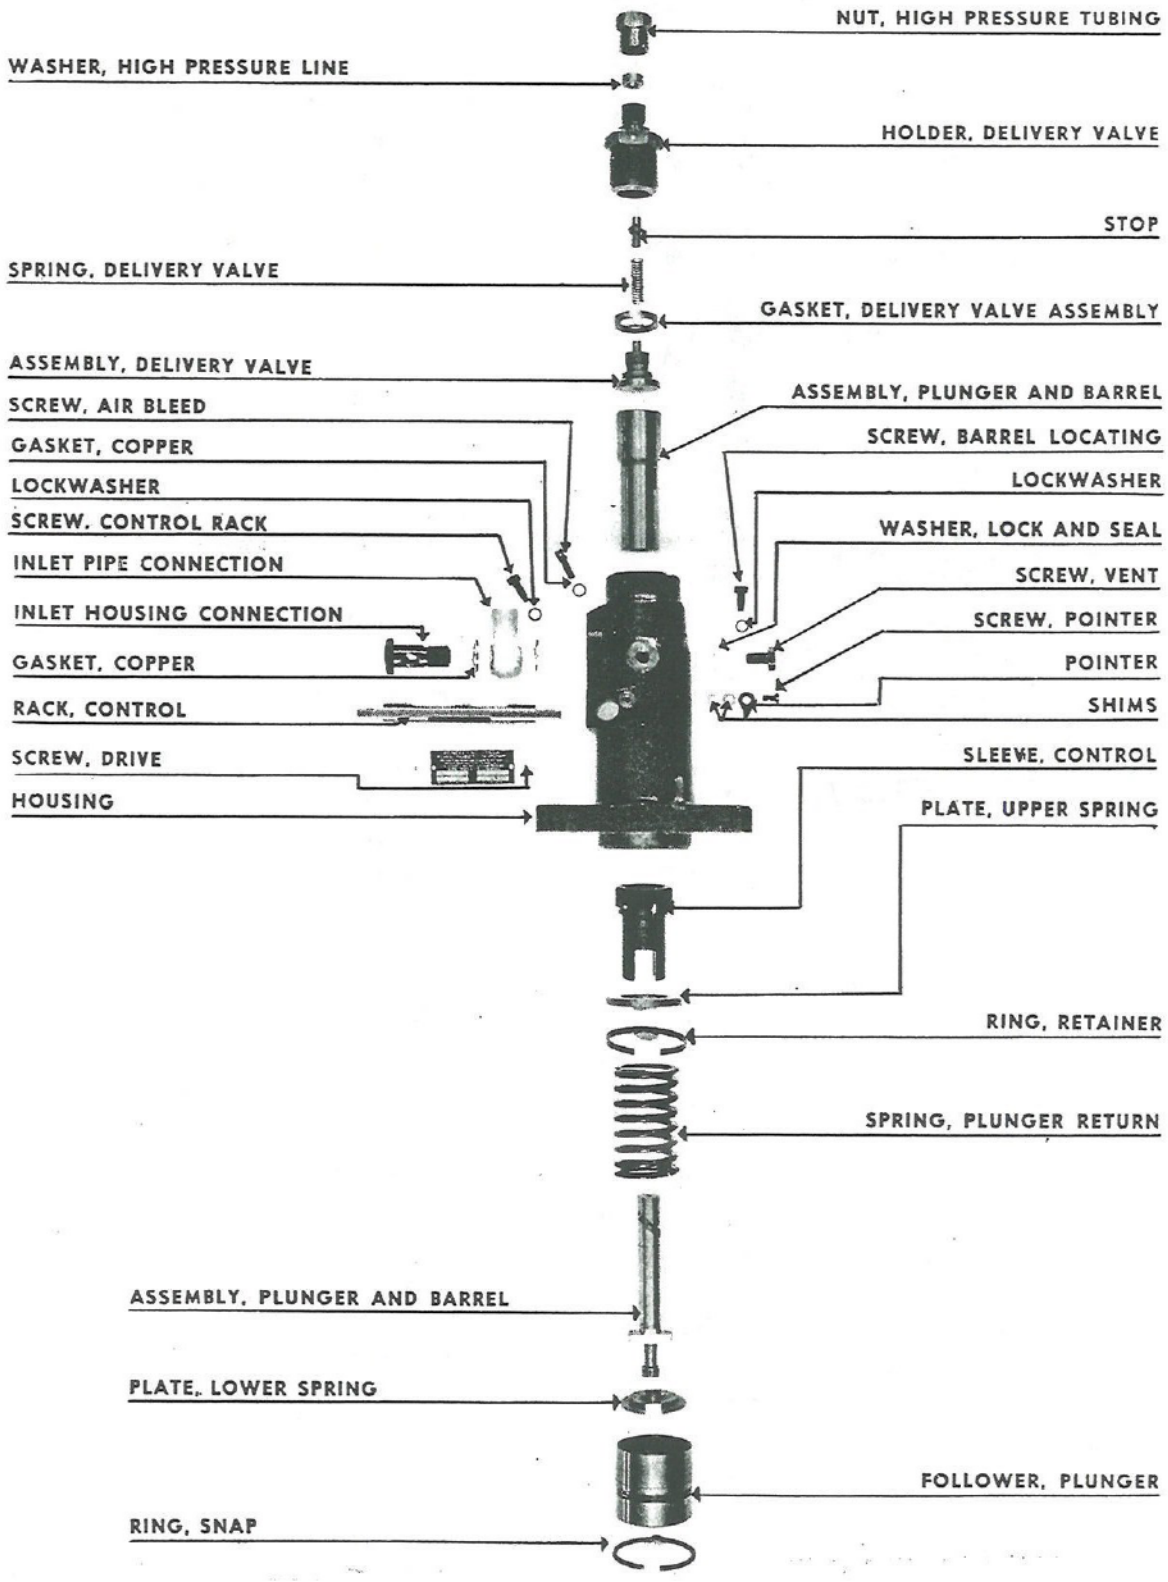

Fig. 135. Fuel Injection Pump Parts
b. In Fig. 135 the parts of the pump are shown disassembled. Press down on the plunger guide and insert a 5/32-inch pin about two inches long in the hole of the flange spigot. Remove the spring ring with a screwdriver and pliers. Press the plunger guide down again and remove the temporary pin. Remove the parts from the lower portion of the pump body in the following order: plunger guide, lower spring plate, plunger spring, pump plunger, regulating sleeve, spring ring, and upper spring plate. Immediately place all these parts in a pan of kerosene.